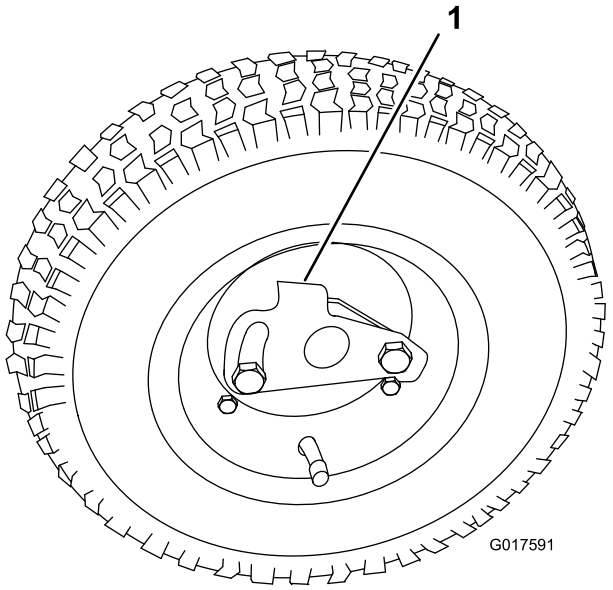

Figur 10
2. Tryck hjullåsklämman mot hjulets mitt, och på hjulaxeln (Figur 10).